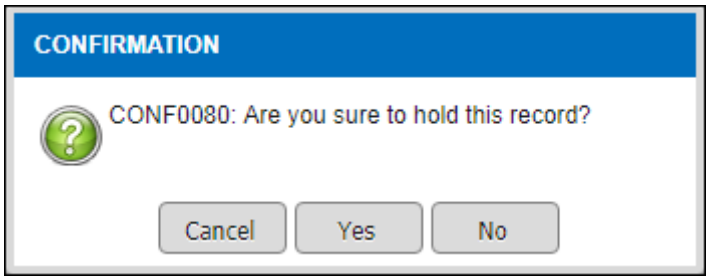

Figure 3.2-3 Alert Message Confirmation
- *Alert message will be displayed as per Figure 3.2-3.*